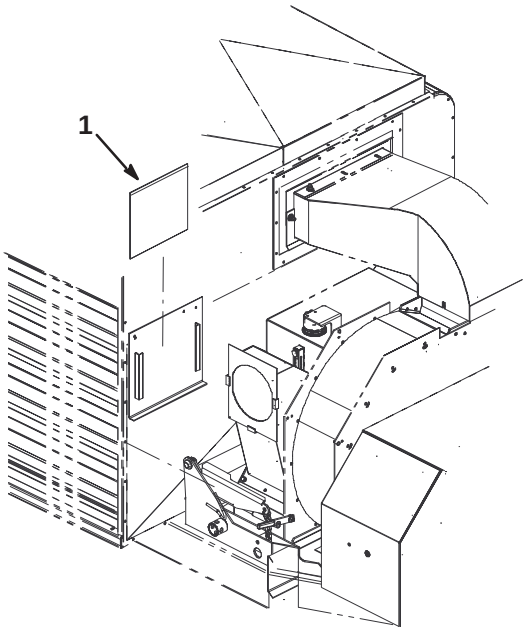

Figure 8
19. Slide vacuum chute door into door hanger for storage (Fig. 8).
- Remove vacuum chute door from door hanger (Fig. 8).